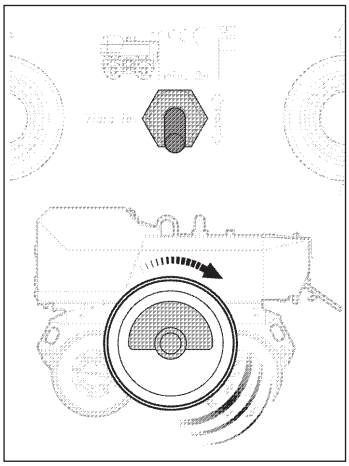

Fig. SE27 Vibrate backwards
- Vibrate backwards *(Fig. SE27)*